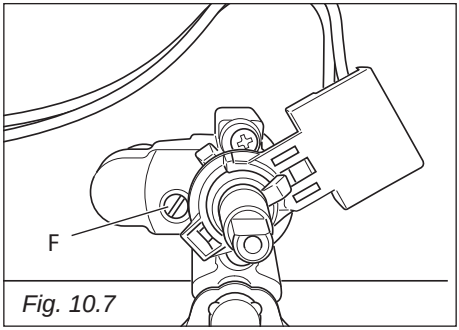

Fig. 10.7
- With a thin screwdriver turn the screw “**F**” until adjustment is correct (fig. 10.7).